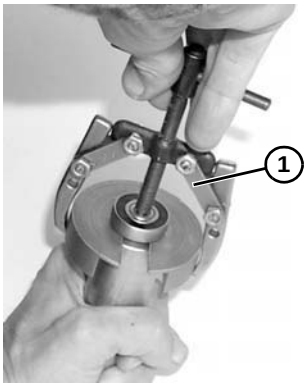

Abbildung 66
2. Mithilfe des Ausziehwerkzeugs Teilenr. 807–1716 **(Abbildung 66, Teil 1)** das Lager ausbauen und entsorgen.